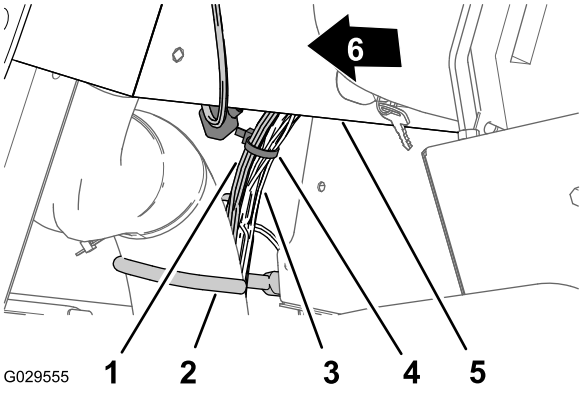

Figur 16
5. Sätt fast kablagets 240 cm långa instrumentbrädsdel på maskinens kablage med ett kabelband bredvid kabel- och slangkroken (Figur 16).